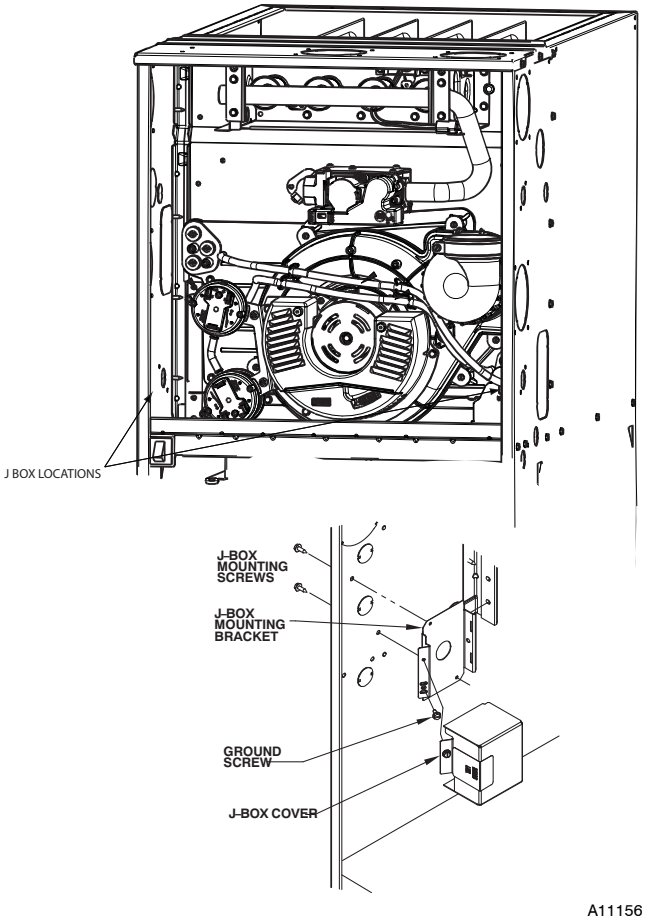

Fig. 30 - Installing J-Box (When Used) (Appearance May Vary)
Align the J-box mounting bracket against the inside of the casing and secure the mounting bracket with the screws. (See Fig. 30.)
6. Connect field ground wire and factory ground wire to green ground screw on J-Box mounting bracket as shown in Fig. 30.
1. Install J-Box mounting bracket to inside of furnace casing. (See Fig. 30.)
5. Connect field ground wire and factory ground wire to green ground screw on J-Box mounting bracket as shown in Fig. 30.
7. Attach furnace J-Box cover to mounting bracket with screws supplied in loose parts bag. Do not pinch wires between cover and bracket. (See Fig. 30).
1. Install J-Box mounting bracket to inside of furnace casing. See Fig. 30.
4. Connect field ground wire and factory ground wire to green ground screw on J-Box mounting bracket as shown in Fig. 30.